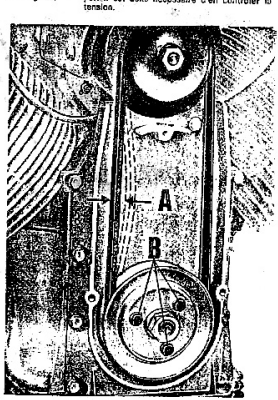

Fig. 28
**Courroie de la dynamo (voir fig. 28)**